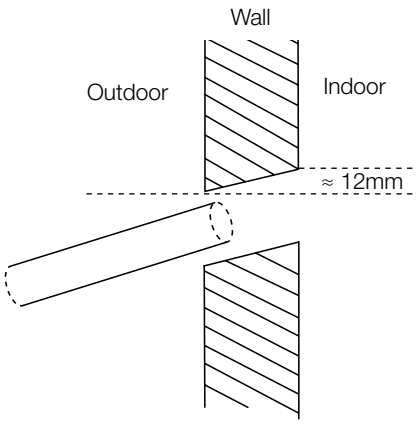

**Fig. 6.4**
3. Using a 65mm core drill, drill a hole in the wall. Make sure that the hole is drilled at a slight downward angle, so that the outdoor end of the hole is lower than the indoor end by about 12mm. This will ensure proper water drainage *(See Fig. 6.4)*. Place the protective wall cuff in the hole. This protects the edges of the hole and will help seal it when you finish the installation process.